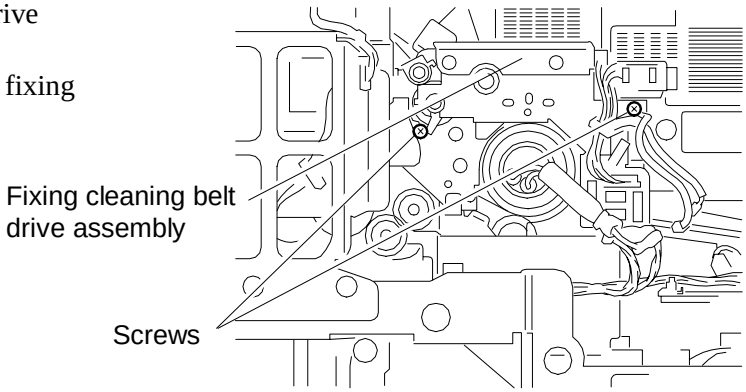

Fig. 5
5) Remove the fixing cleaning belt drive assembly. (Figure 5)